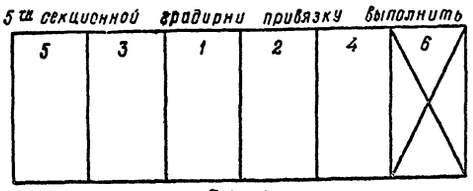

Рис. 1
3. Для 2х÷6ти секционной градирни используется монтажная схема на листе ЭЛ-16-2. При привязке вычеркнуть панели неустановленных вентиляторов. Например: Для 5ти секционной градирни привязку выполнить как показано на рис. 1.